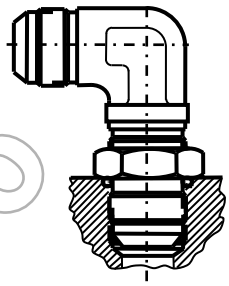

FIGURE 19 – JAM NUTS USED TO POSITION/SEAL ELBOWS AND TEES IN HOUSING BOSSES
- Jam nuts used to position/seal elbows and tees in housing bosses. See Figure 19